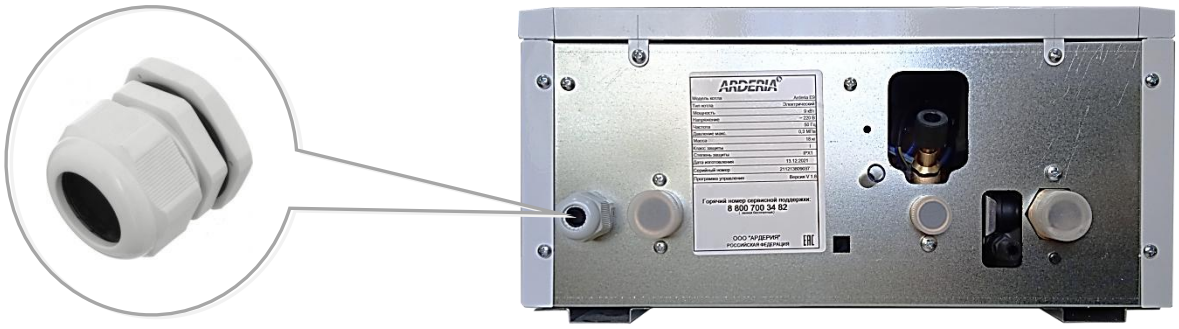

Рис. 13 Кабельный ввод
- Кабель питания прокладывается через кабельный ввод в нижней части электрокотла (См. Рис. 13).